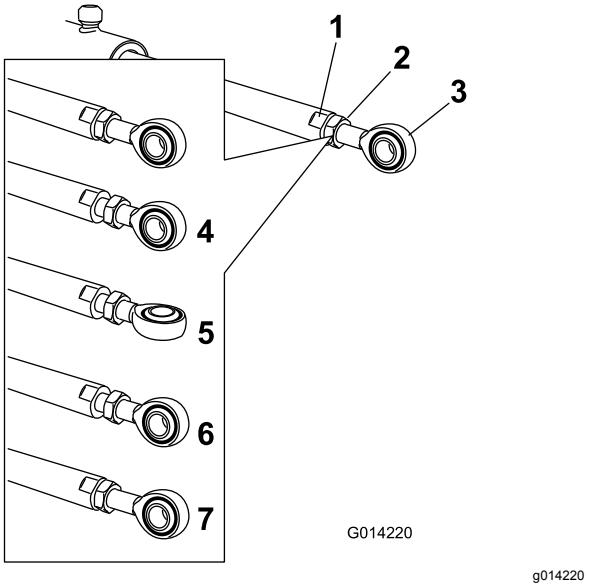

Figur 14
5. Använd en skiftnyckeln på manövreringsstångens platta sidor för att hålla fast den och lossa sedan kontramuttern så att du kan reglera öglestången (Figur 14).
6. Vrid öglestången i manövreringsstången för att förkorta eller förlänga det utökade manövreringsorganet till önskat läge (Figur 14).